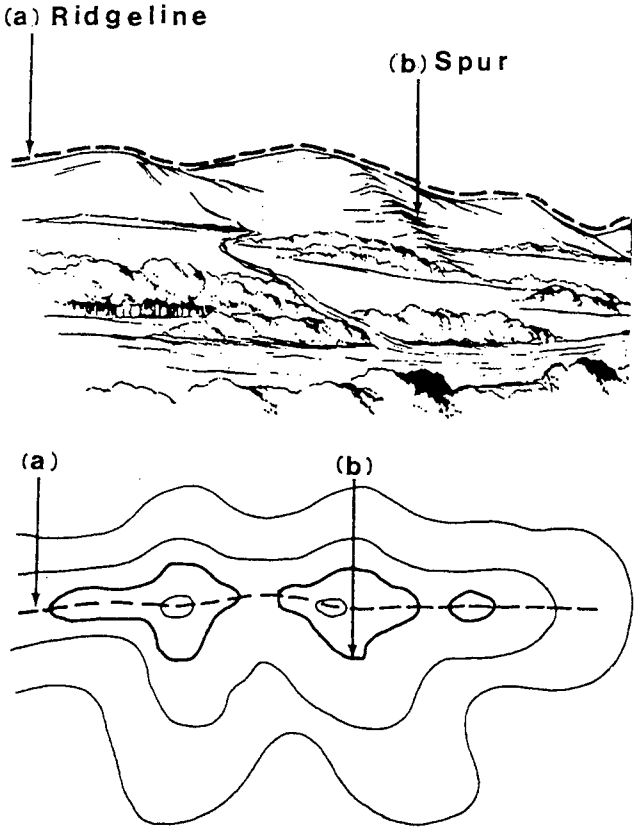

Figure 5-13.—(a) Ridge; (b) Spur.
4. RIDGE. Normally, a ridge is a line of high ground with minor variations along its crest. (See fig. 5-13, views A and B, top and bottom.) The ridge is not simply a line of hills; all points of the ridge crest are appreciable y higher than the ground on both sides of the ridge.
5. SPUR. A spur is a short, continuously sloping line of higher ground normally jutting out from the side of a ridge. (See fig. 5-13, views A and B, top and bottom.) A spur is often formed by two roughly parrallel streams cutting draws down the side of a ridge.